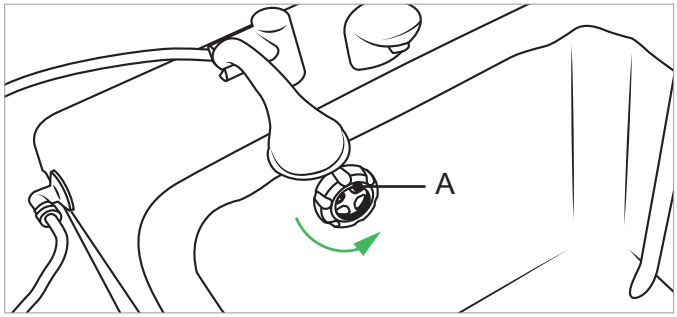

Afbeelding 21
3. Sluit de afvoerstop door de afvoerregelaar (A) linksom te draaien. Zie Afbeelding 21.